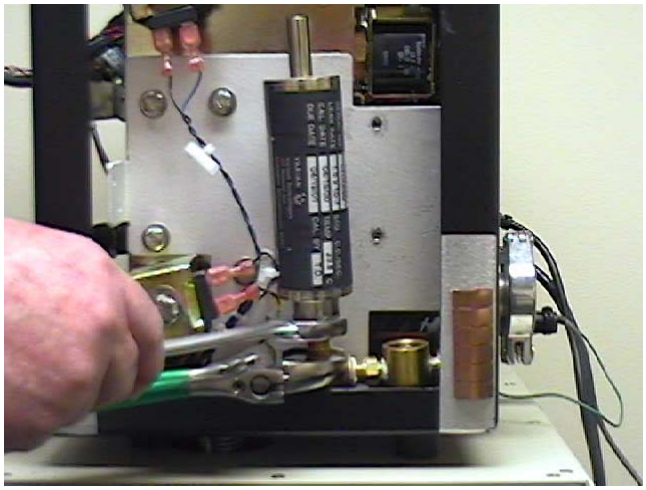

Figure 4-14 Connecting Leak with Open Wrench
4. Position a crescent wrench on the flats of the swagelok fitting (Figure 4-14), hold it still and finish tightening the calibrated leak using a 13-16 open wrench.